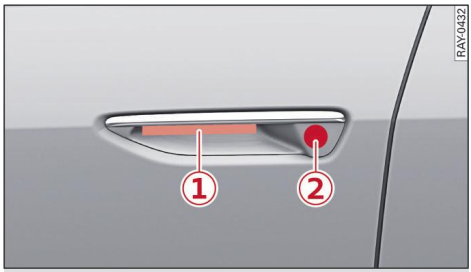

Fig. 14 Door handle: Sensor for locking and unlocking the vehicle
- To unlock the vehicle, reach into the recess under the door handle (1) ⇨ *Fig. 14*.
- To lock the vehicle, close the door and touch the sensor (2) on the door handle **once**. Do not reach into the recess when doing so, otherwise the vehicle will not be locked. Once the doors have been locked, they cannot be opened again immediately. This will enable you to check that the doors are properly closed.
handle **once** ⇨ *page 49, Fig. 14*. Do not take hold of the door handle when doing so, otherwise the vehicle will not be locked. Once the doors have been locked, they cannot be opened again immediately. This will enable you to check that the doors are properly closed.
- Touch the sensor on the door handle **once** within the next 5 seconds ⇨ *page 49, Fig. 14*. Do not take hold of the door handle when doing so, otherwise the vehicle will not be locked.